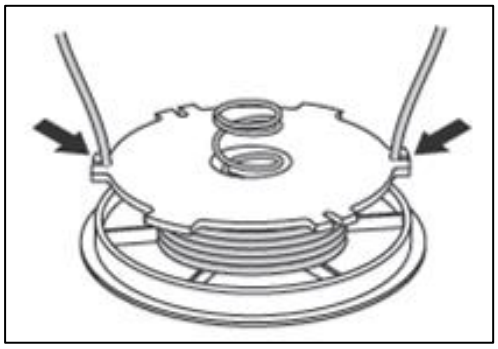

Rys. 24
4. Zaczep obie końcówki żyłki w szczelinach po obu stronach szpuli. Dzięki temu żyłka nie będzie się odwijać podczas ponownego zakładania w obudowę (Rys. 24).